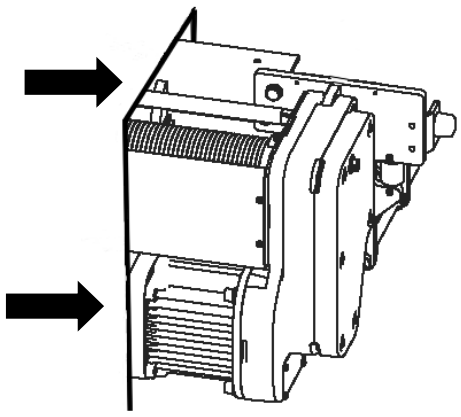

Figure 3-4 Trolley Hoist Clearances
3.3.4 Ensure that there is adequate vertical and horizontal clearance along the entire range of the trolley hoist's motion as shown in **Figure 3-4**.